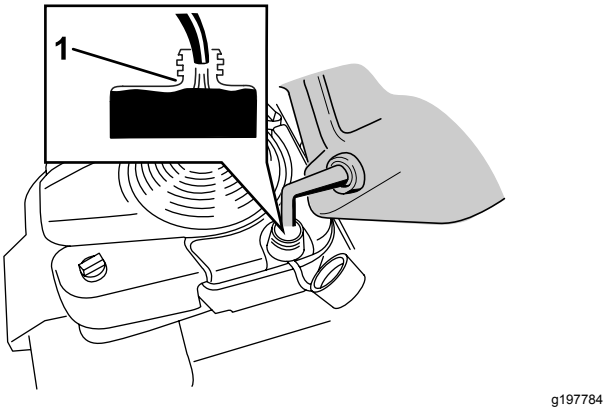

Figuur 12
1. Reinig de omgeving van de tankdop en verwijder de dop van de tank (Figuur 12).